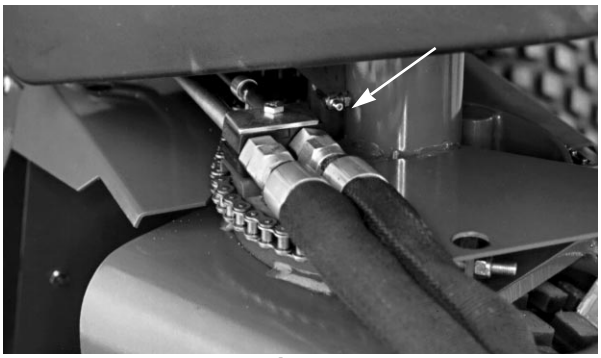

Fig. 14
I cuscinetti e le boccole da lubrificare sono: cuscinetti delle ruote anteriori (Fig. 12), leveraggio di comando della trazione (Fig. 13) e albero per leva di comando sterzo (Fig. 14).
Nota: Per accedere all'ingrassatore sull'albero dello sterzo (Fig. 14), togliere le (4) viti e i distanziali che fissano il serbatoio del carburante sulla macchina, e sollevare la parte anteriore del serbatoio.